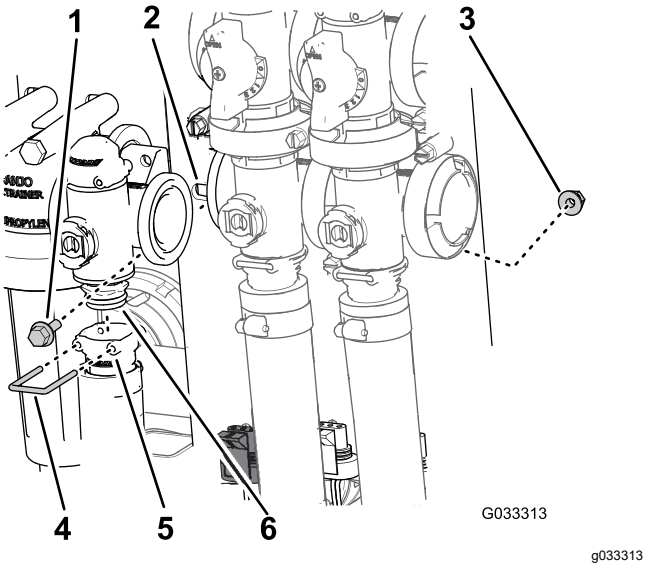

Figuur 68
2. Verwijder de borgclip waarmee de uitgaande fitting aan de verdelerklep voor de gebruiksdosis is bevestigd (Figuur 68).
3. Verwijder de 2 flenskopbouten en 2 flensborgmoeren waarmee de regelklep voor de gebruiksdosis is bevestigd aan de klepbevestiging en verwijder de verdeler uit de machine (Figuur 68).